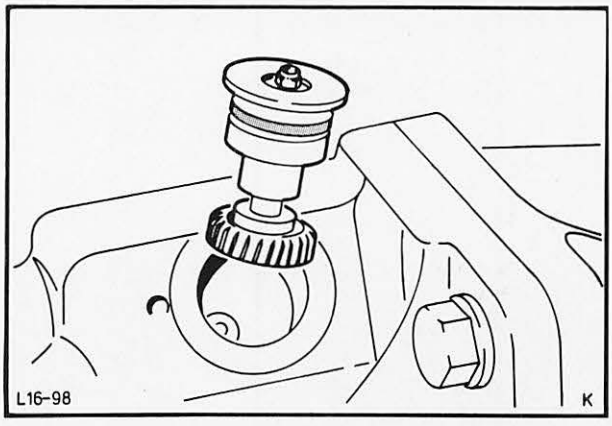

Abb. 116 Antriebsritzel – Geschwindigkeitsmesser montieren
50. Antriebsritzel – Geschwindigkeitsmesser mit neuem O-Ring einbauen, Abb. 116.